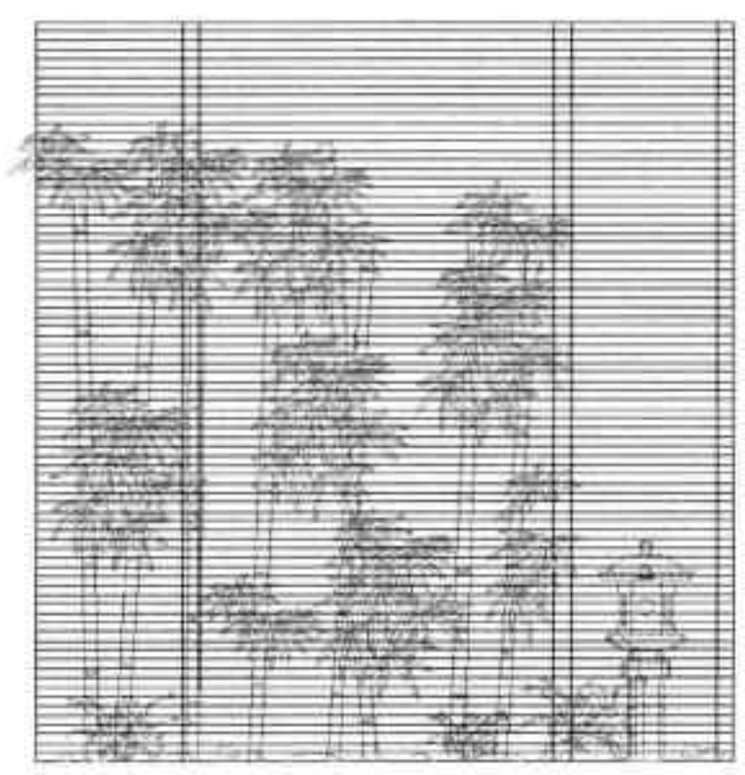

图20-61 偏移轮廓线段
Step 11 执行“偏移”命令，将轮廓线向下依次偏移 30mm，如图 20-61 所示。